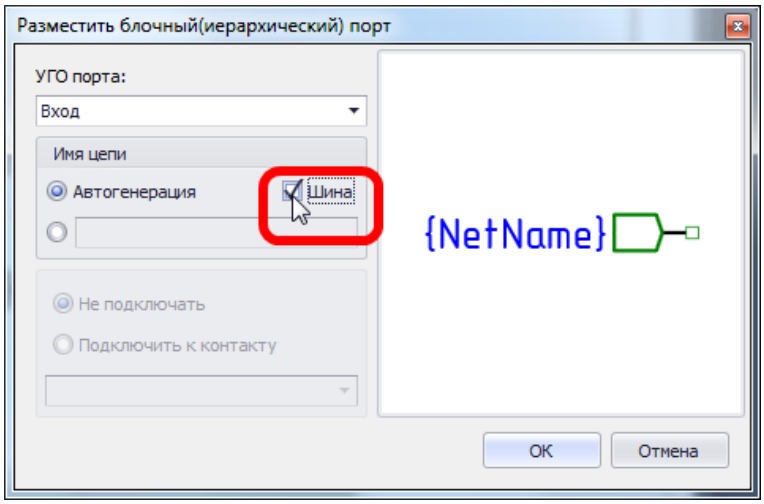

Рис. 576. Создание блочного порта для соединения шин
3. Установить флаг в поле «Шина», если требуется разместить порт для соединения шины на схеме внутри блока и шины на схеме верхнего уровня, см. Рис. 576.